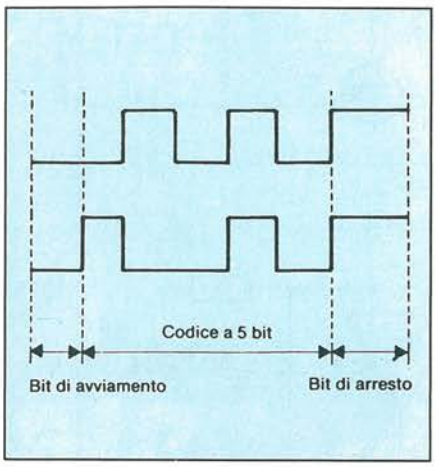

***Figura 1. Il codice Baudot è composto da 5 bit di carattere, preceduti e seguiti da un bit di avviamento e da un bit di arresto.***
Quantunque le emissioni Morse (CW) e le RTTY siano spesso considerate appartenenti al medesimo gruppo, questi modi per comunicare via radio differiscono per il metodo di codifica e per il particolare impiego. Con il Morse, la lunghezza del codice trasmesso dipende dal particolare carattere, mentre con la RTTY la lunghezza è sempre la stessa, cioè sette bit per carattere usando la convenzione Baudot (Figura 1). Molte stazioni di radiotelescrivente utilizzano ancora la codifica Baudot, ma stanno diventando sempre più numerosi i sistemi basati sul FEC o sull'ARQ (Automatic Repeat reQuest = richiesta automatica di ripetizione), man mano che si diffonde nel mondo l'uso di sofisticati computer.